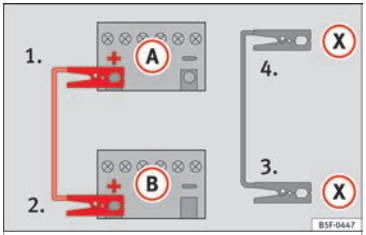

Fig. 165 Diagram of connections for vehicles with Start-Stop system.
– **For vehicles with Start-Stop system:** connect one end of the *black* jump lead (X) to a suitable ground terminal, to a solid piece of metal in the engine block, or to the engine block itself ››› Fig. 165.
5. Connect the other end of the *black* jump lead (X) to a solid metal component bolted to the engine block or to the engine block itself of the vehicle with the flat battery. Do not connect it to a point near the battery (A).